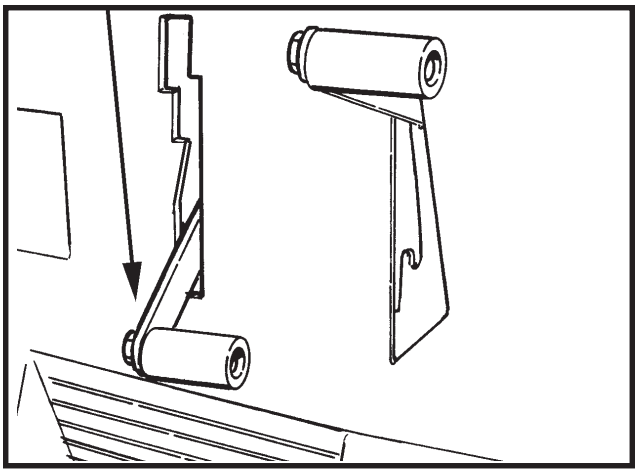

Abbildung 6
1. Um den Gummiwischer herabzulassen und den Vakuummotor zu starten, den Hebel des Gummiwischers erst nach rechts und dann nach unten ziehen. Siehe Abbildung 6.